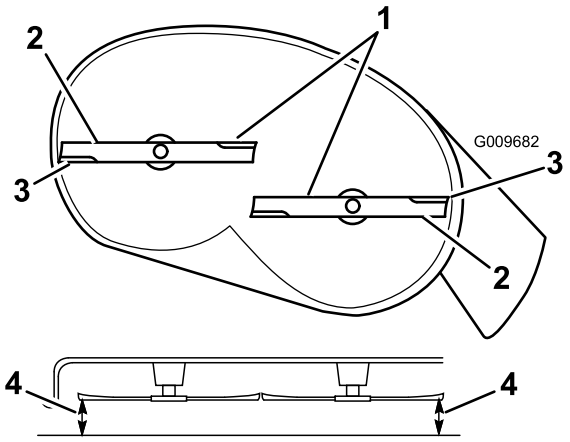

Figuur 52
4. Draai de messen voorzichtig in de breedterichting van de machine (Figuur 52).
5. Meet de afstand tussen de buitenste snijranden en de vlakke ondergrond (Figuur 52). Als beide afstanden